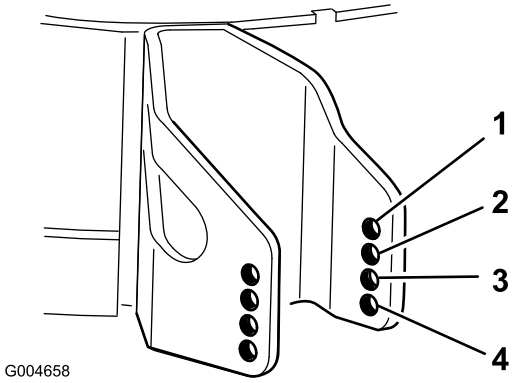

Rysunek 23
4. Wybierz otwór tak, aby rolka zapobiegająca zdzieraniu darni znajdowała się najbliżej odpowiadającej jej żądanej wysokości cięcia (Rysunek 23).